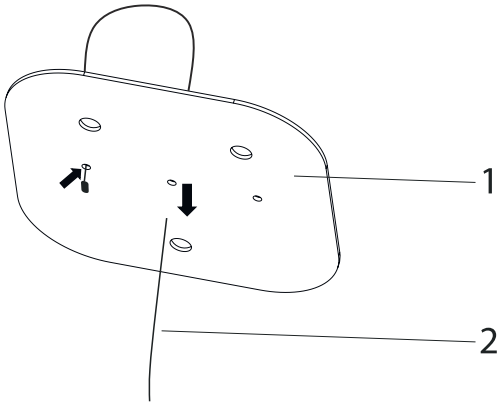

Fig. 18
2. Skub stålwiren igennem ophæningspladen som vist på figur (Fig. 18).